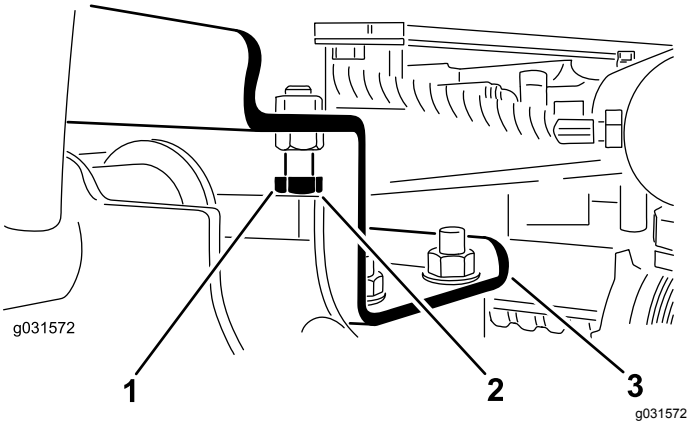

Figure 7
A. Back off the stop bolts (Figure 7).
2. Ensure that the clearance between each lift arm and stop bolt is 0.13 to 1.02 mm (0.005 to 0.040 inch) as shown in Figure 7.